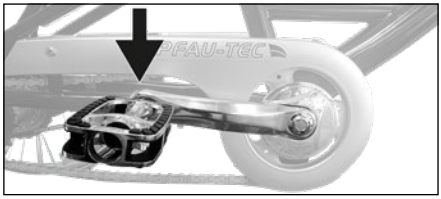

Fig. :49
- Pour freiner, pédalez dans le sens inverse de la marche *(voir « Fig. :49 »)*.